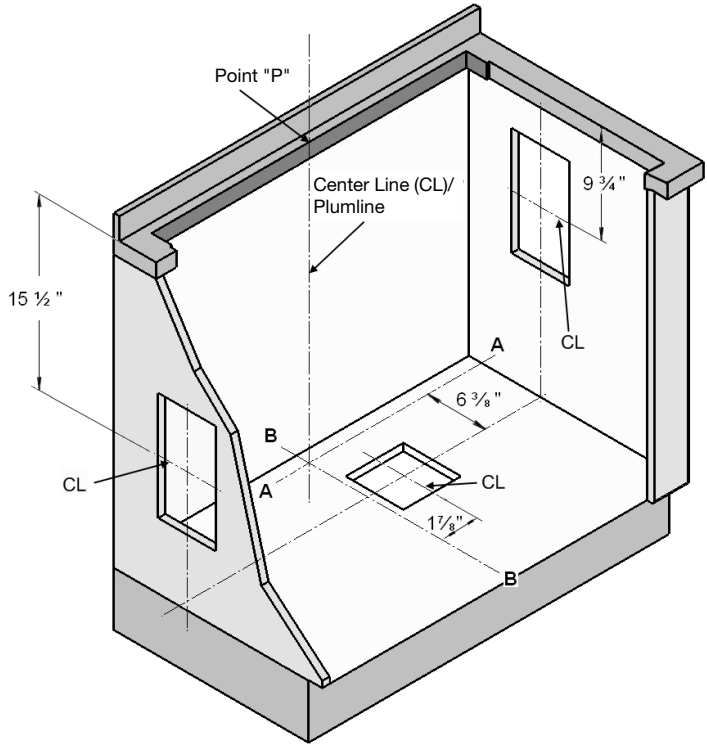

Fig. 8
- ☐ A. Refer to Figure 8. Drop a plumb-line from Point "P" at the rear center of the countertop cutout. Mark this point on the bottom of the cabinet below. Construct two reference lines through this point: one should be parallel to the cabinet front and directly below the rear countertop cutout (Line A-A), and the other (Line B-B) should be at right angles to A-A.
The receptacle should be located under the countertop so that the 30 inch long power cord from the vent will reach it. See Figure 8.